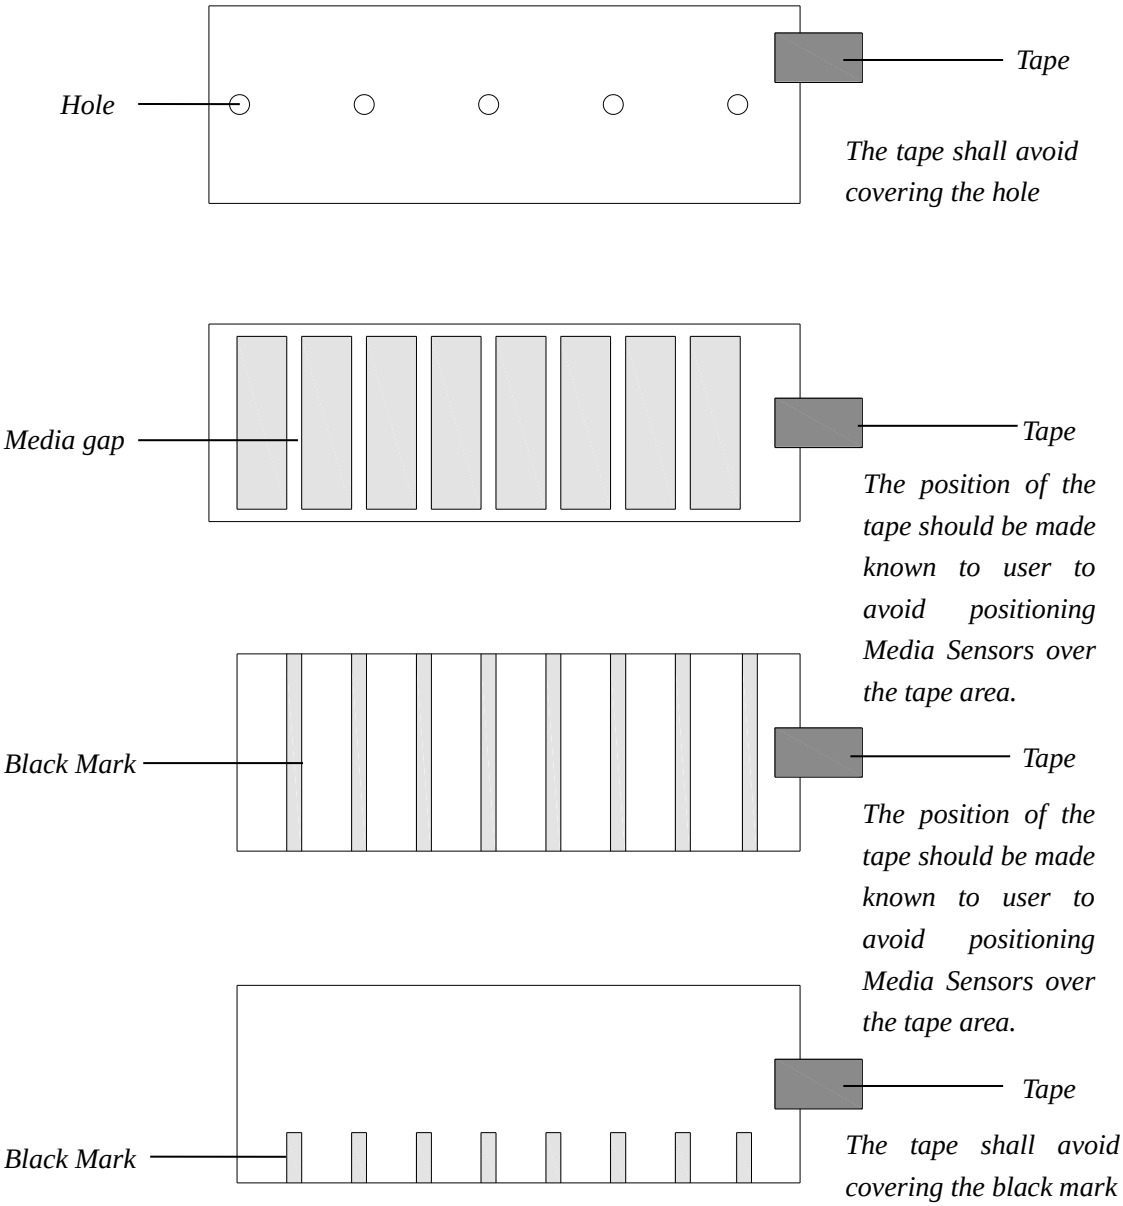

Figure 2-25 End-fixing Tape Position
- *When roll media is produced, the media end would be fixed on the media core by duct tape or scotch tape. If your printer cannot detect Media Out signal well, please refer to Figure 2-25 to check the position of the tape.*